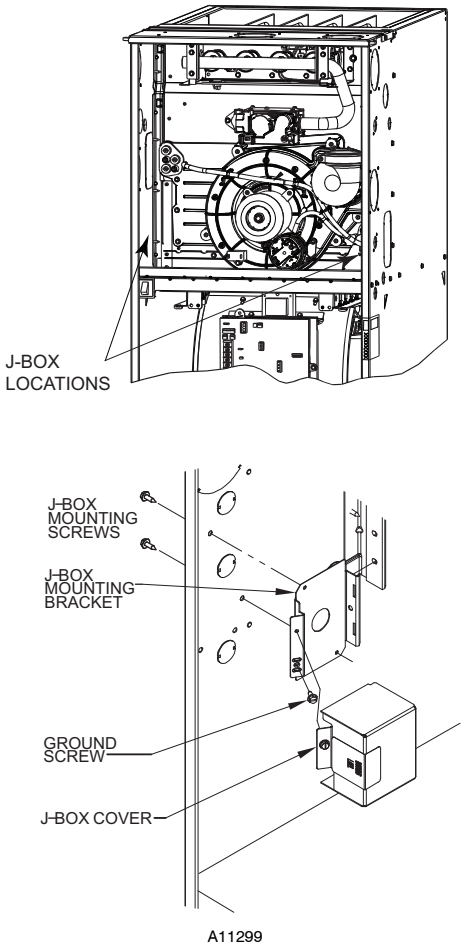

Fig. 3 - J-Box Removal / Installation
1. Remove the screw that secures the J-box cover to the J-box bracket. See Fig. 3.